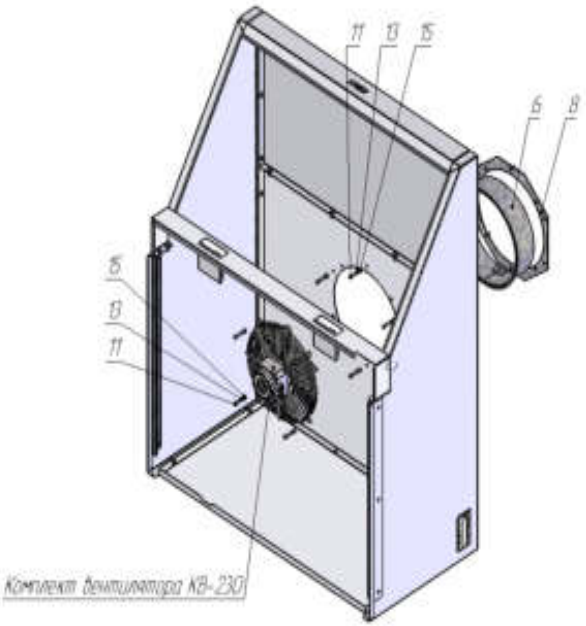

Рис. 5
3.3.7. Установку фильтров поз. 9 (Рис. 5) и лотков поз. 4 (Рис. 5) произвести согласно Рис. 5. Установку фильтров вести от середины зонта.